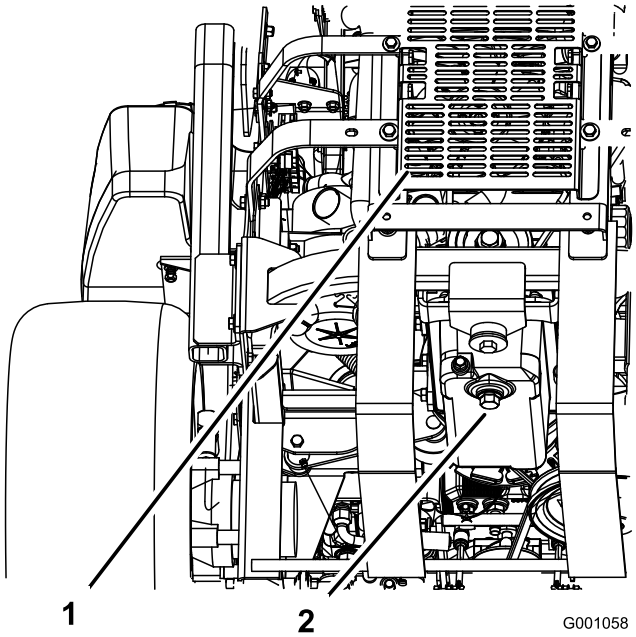

Rysunek 47
5. Umieść miskę pod spustem oleju. Odkręć korek spustowy i poczekaj, aż cały olej spłynie (Rysunek 47).